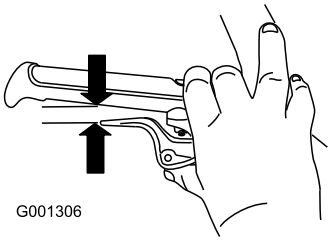

Figur 9
5. Håll in spaken helt, kontrollera sedan glipan mellan handtagets undre del och änden på hjulkopplingsspaken (Figur 9).